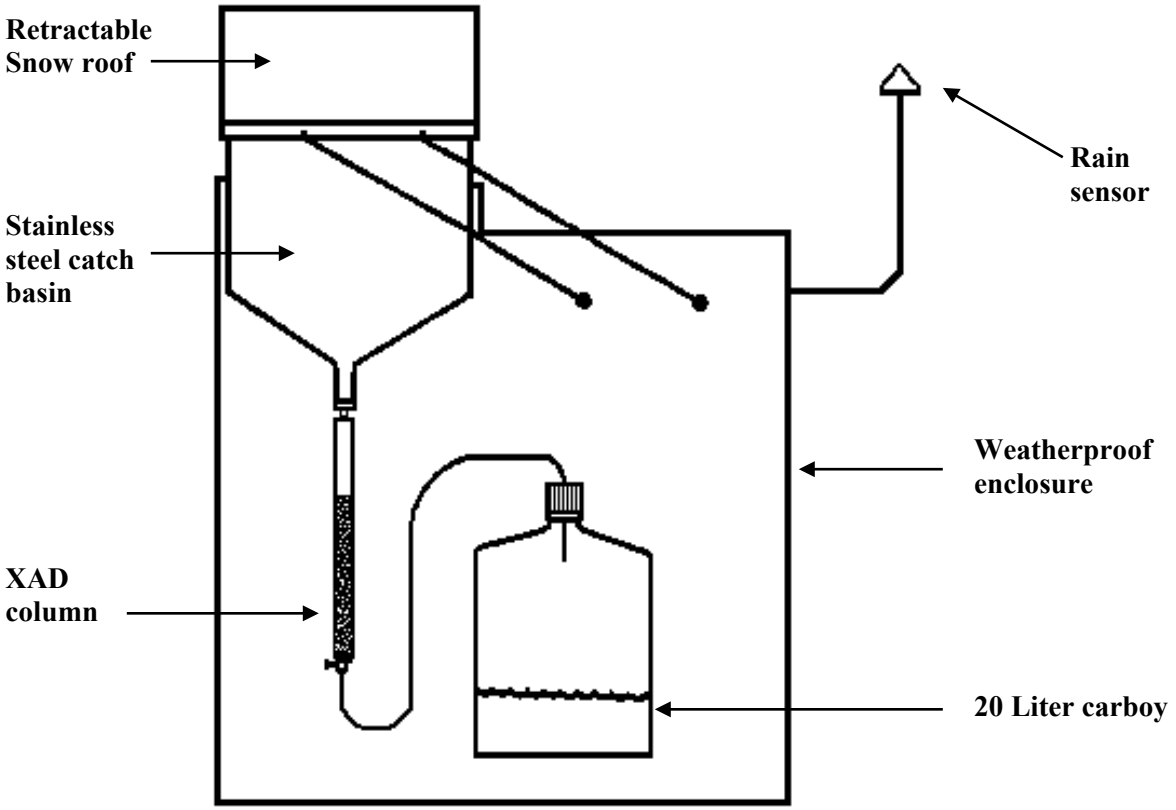

Figure 2. Schematic of the MIC Precipitation Collector.
A diagram of the MIC sampler and XAD column assembly is shown in Figure 2. General maintenance and trouble shooting are covered in section 1.5.
3) Rinse the collection surface with a minimum of 500mL of DI water (one wash bottle full) using kim wipes. Following this use methanol from squeeze bottle while wiping with the piece of precleaned glass fiber filter sent with the monthly supplies. This step removes adhering particles from the collection surface. Allow rinsings to pass through the column until the water level is halfway between the top of the resin bed and the top of the column (see Figure 2). If the temperature is so cold that water freezes on contact with the funnel, simply wipe off the collection surface with a dry piece of filter and go to Step 4.